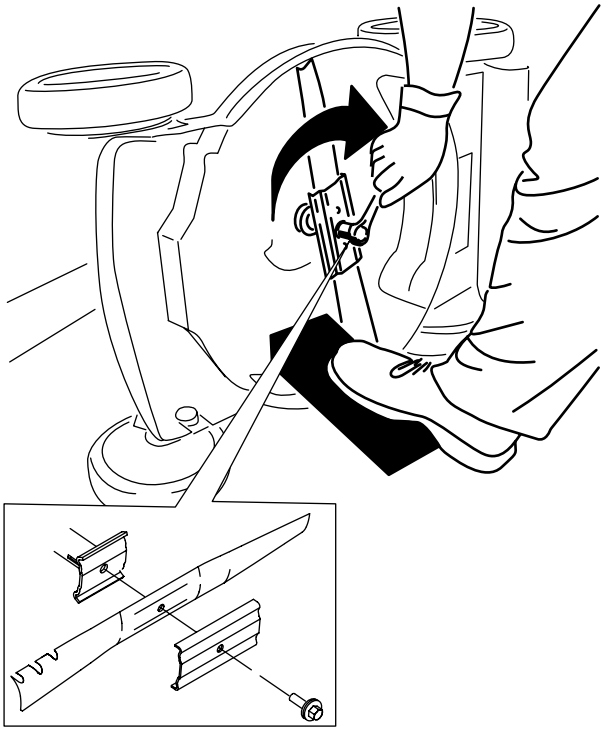

Figur 39
5. Sätt fast den nya kniven och alla monteringsdelar (Figur 39).